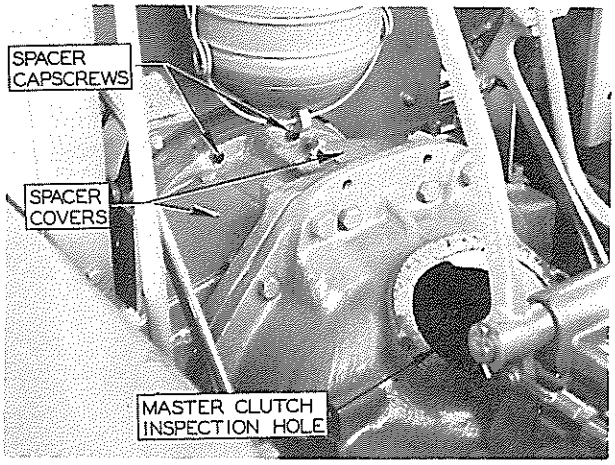

FIG. 6
27. Remove the two plates on spacer and work through the two openings. Fig. 6.